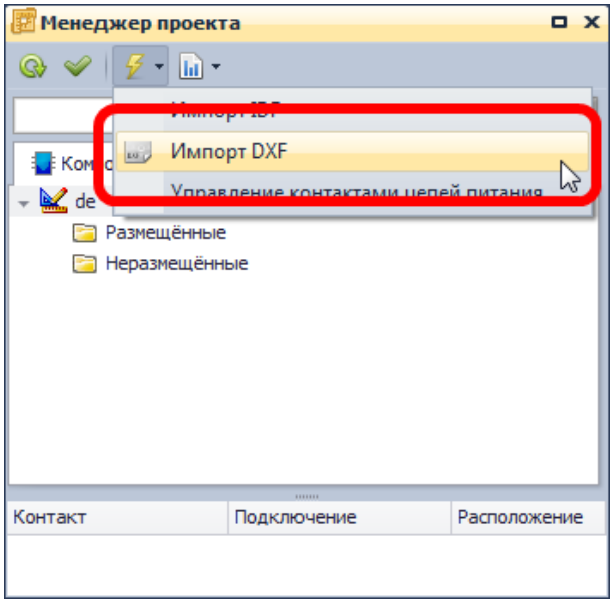

Рис. 692. Вызов импорта DXF
3. В группе команд «Действие», обозначенных кнопкой , выбрать пункт «Импорт DXF», см. Рис. 692.